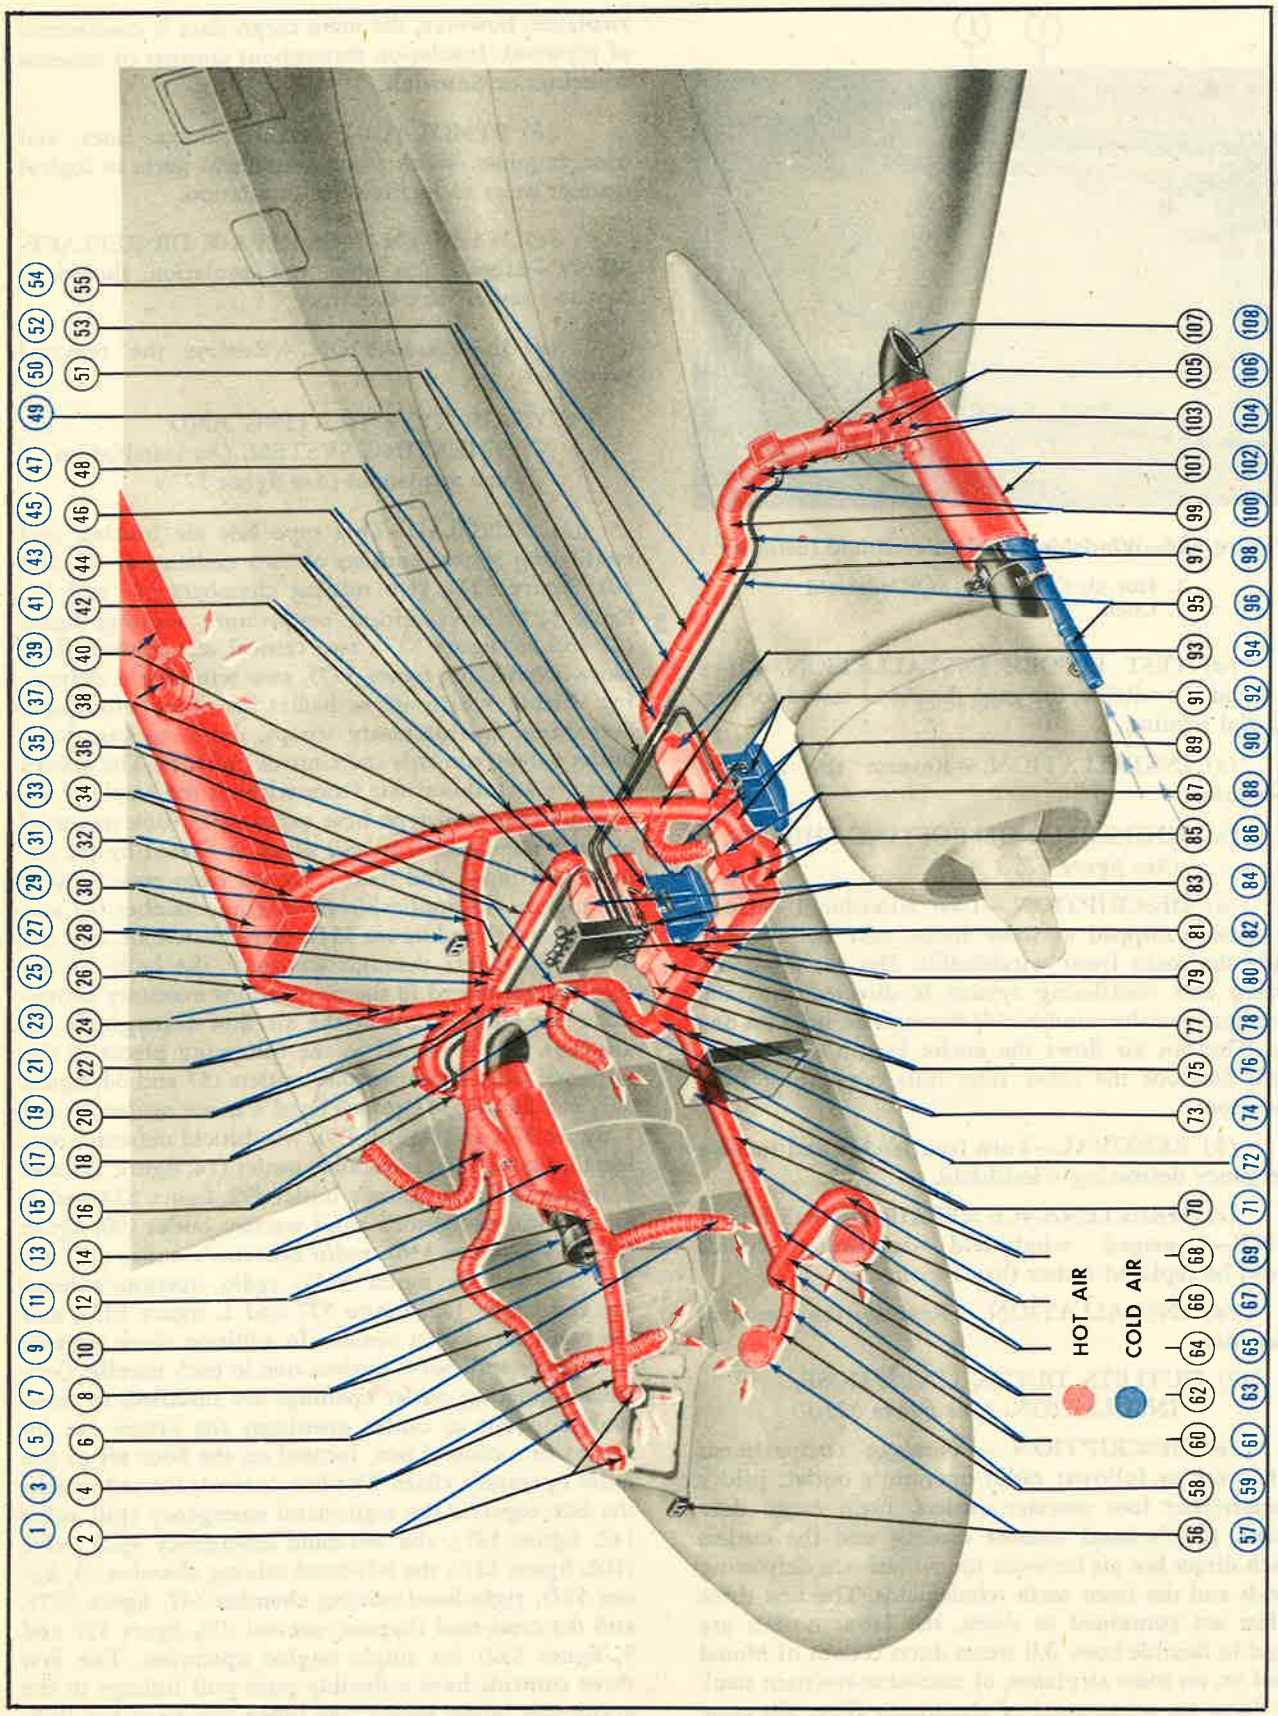

Figure 527—Hot Air Heating and Ventilating System (As Installed on Some Airplanes)
c. HOT-AIR TYPE HEATING AND VENTILATING SYSTEM. (As installed on some airplanes.) *(See figure 527.)*
(1) GENERAL.—This type hot air heating and ventilating system consists of two exchangers (11 and 101, figure 527), two mixing chambers (47 and 91, figure 527), four critical temperature warning lights (27 and 56, figure 527), two critical temperature thermoswitches (103, figure 527), two windshield defrosting shields, which act as baffles for outer windshield defrosting, and necessary scoops, ducts, tubing, hose, outlet valves, controls and control linkages. The system operates as follows: Air from without the airplane enters the two muff-type heat exchangers (one mounted on each engine exhaust tail pipe), is heated by the exhaust tail pipes, and then is routed from each exhaust tail pipe to the applicable air mixing chamber (47 and 91, figure 527 and figure 532). Here heated air, and the air which enters through scoops at the belly of the fuselage are mixed in the proportions necessary to regulate the temperature of the air flow throughout the airplane. Air is ducted to the following places in the airplane: pilot's foot warmer outlets (57 and 64, figure 527, and figure 534), pilot's hand warmer outlets (3 and 5, figure 527, and figure 539), windshield defroster outlets (2, figure 527), astrodome outlet (14, figure 527 and 4, figure 540), navigator's outlet (92, figure 527 and 1, figure 536), navigator's hand warmer outlet (90, figure 527 and 2, figure 536), radio operator's outlet (17, figure 527 and 2, figure 535), radio operator's hand warmer outlet (15, figure 527 and 1, figure 535), and the main cargo duct outlets. In addition there are two emergency spill valve outlets, one in each nacelle. Controls regulating outlet openings are installed, in some cases adjacent to outlet openings; the others are installed in a control box, located on the floor aft of the radio operator's chair. The five controls located within the box regulate the right-hand emergency spill valve (42, figure 527), the left-hand emergency spill valve (102, figure 527), the left-hand mixing chamber (5, figure 527), right-hand mixing chamber (47, figure 527), and the cross-feed (bypass) control (79, figure 527 and 5, figure 542) for single engine operation. The first three controls have a flexible push-pull linkage to the applicable outlet valves; the other two have rod link-
KEY TO FIGURE 527
KEY TO FIGURE 527 (Cont'd)